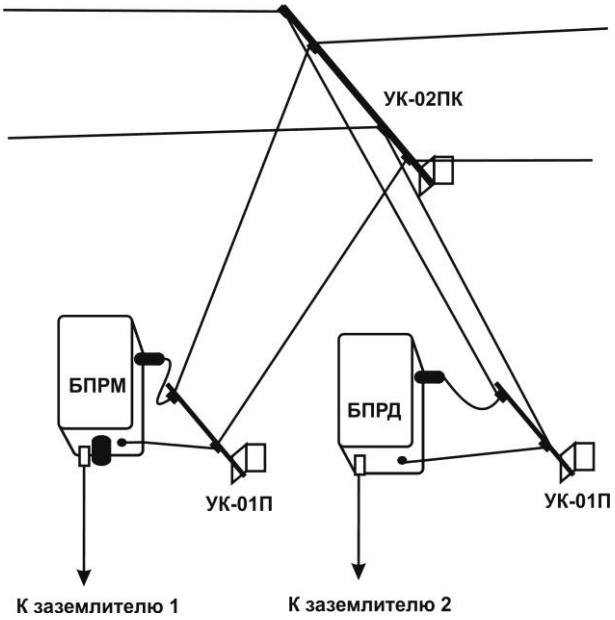

Рис. 4.3
4.25 В случае необходимости контроля замкнутого рубежа одним извещателем, монтаж выполнить с учетом обеспечения минимальной электромагнитной и электростатической связей между блоками БПРД и БПРМ (см., например, рис.4.3), между проводами на концах ЧЭ, а также между заземляющими проводами в месте расположения БПРД извещателя. Расстояние между заземлителями БПРМ и БПРД при этом должно быть не менее 1 м.